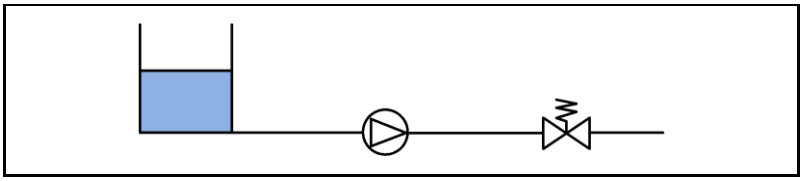

Fig. 20: fluidi degasanti
Per dosare con precisione liquidi a bassa tensione di vapore, ad es. solventi, costruire il sistema secondo la Fig. 20
1. Costruire il sistema secondo la Fig. 20